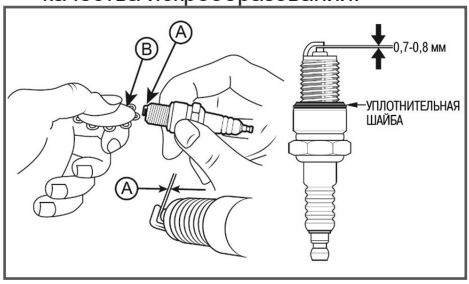

Рис. 25 Проверка межэлектродного зазора
4. Измерьте зазор А между электродами свечи зажигания специальным щупом В. Зазор должен быть 0,7-0,8 мм (Рис. 25). При увеличении или уменьшении требуемого зазора, рекомендуется заменить свечу, так как регулировка зазора может привести к изменению качества искрообразования.